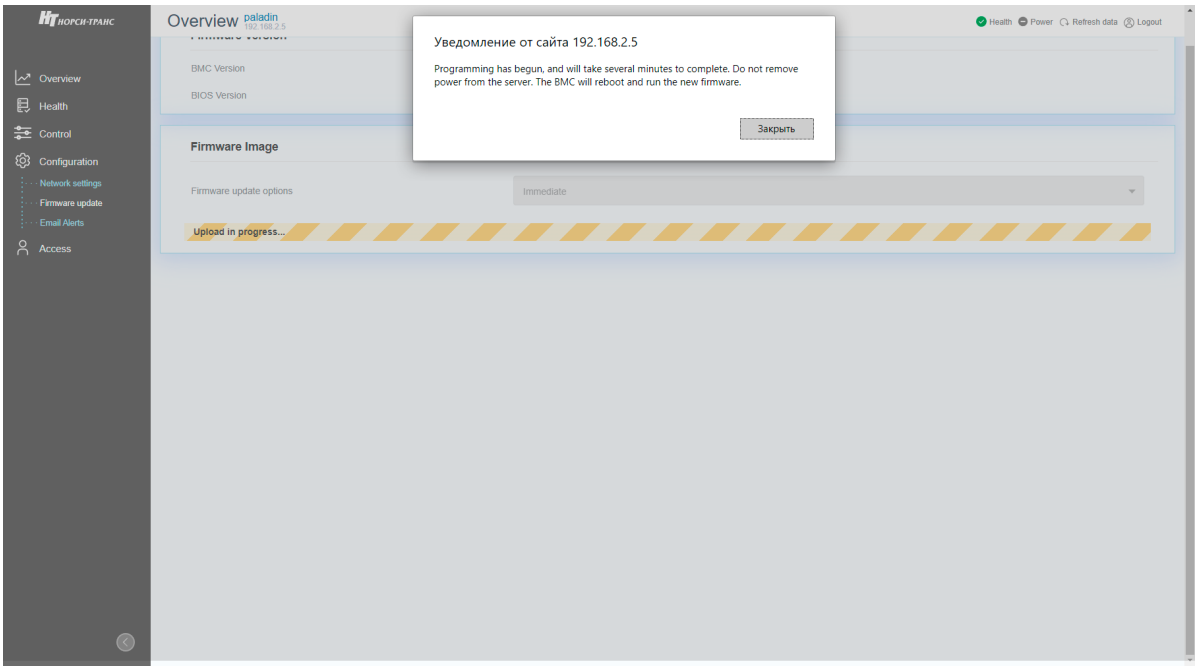

Рис. 88. Окно с уведомлением о завершении установки обновления BMC
7) После обновления BMC появиться сопутствующая надпись об успешном завершении обновления. Окно показано на рис. 88 Окно с уведомлением о завершении установки обновления BMC.